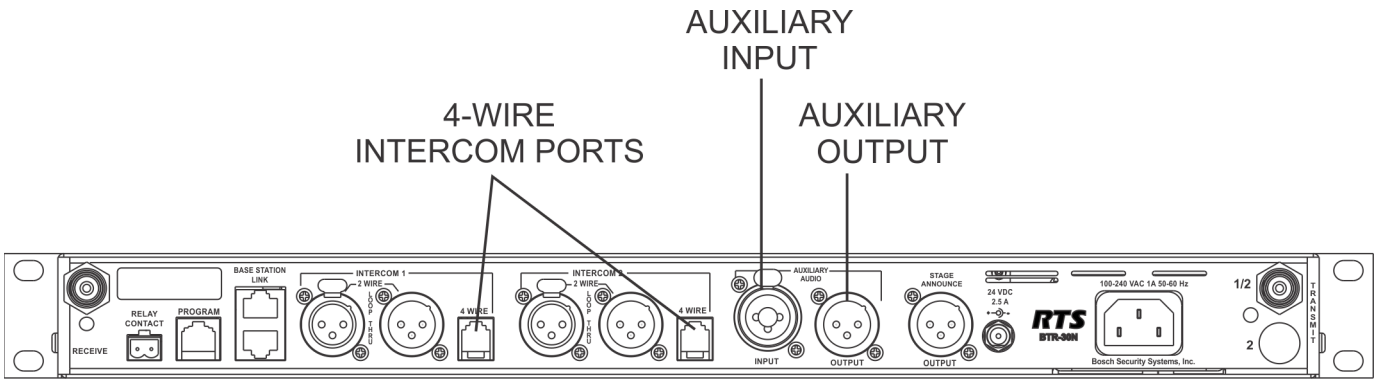
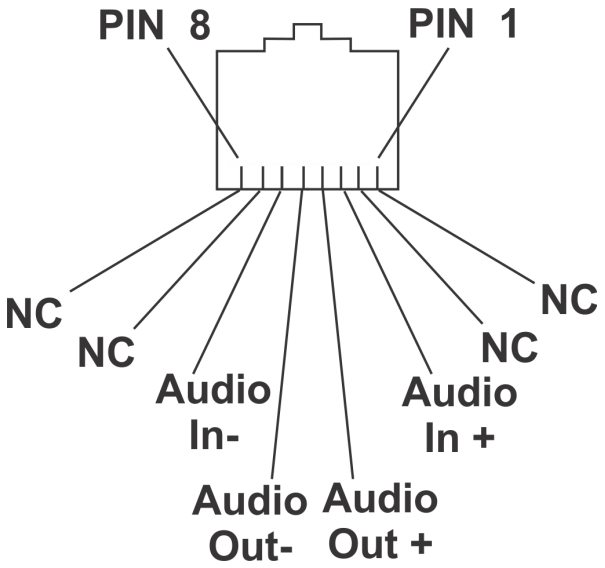

**FIGURE 22.** BTR-30N Rear View
**FIGURE 23.** Pinout of the 4-Wire Jack
The BTR-30N can connect to two (2) 4-wire audio intercom systems. These 8-pin modular jacks (RJ-45) are designated 4-wire under intercom 1 and 2 titles on the rear panel. (See Figure 22). The jack's pinout is shown in Figure 23.